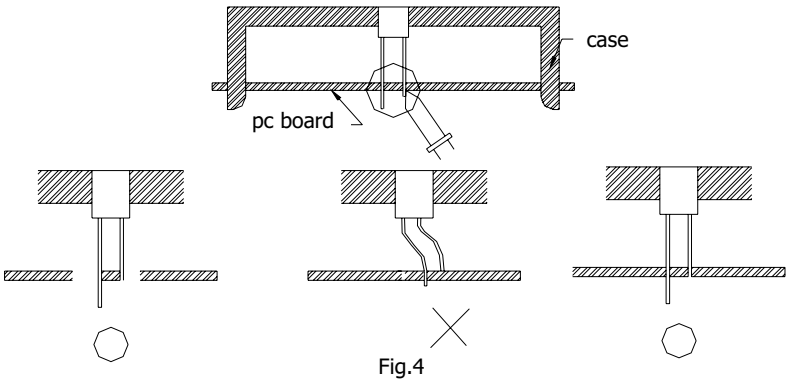

Fig.4
1) When mounting the LED by using a case, as shown Fig.4, ensure that the mounting holds on the PC board match the pitch of the leads correctly-tolerance of dimensions of the respective components including the LED should be taken into account especially when designing the case, PC board, etc. to prevent pitch misalignment between the leads and board holes, the diameter of the board holes should be slightly larger than the size of the lead. Alternatively, the shape of the holes should be made oval. (See Fig.4)